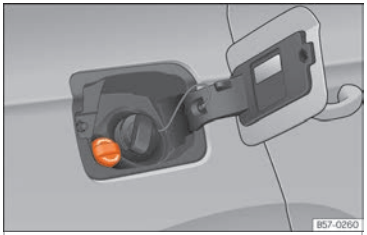

Fig. 220 Tapón de la boca de llenado del depósito de AdBlue.
- Abra la tapa del depósito ››› fig. 220.
- Gire el tapón de cierre de la boca de llenado de SCR hacia la izquierda ››› fig. 220.